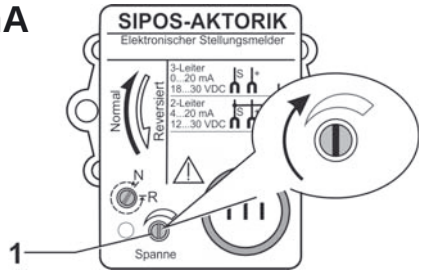

Fig. 13: Ajuste de la corriente de salida de 20 mA
2. Ajustar la corriente de salida con el selector del intervalo (Fig. 13, Pos. 1) a 20 ± 0,02 mA.